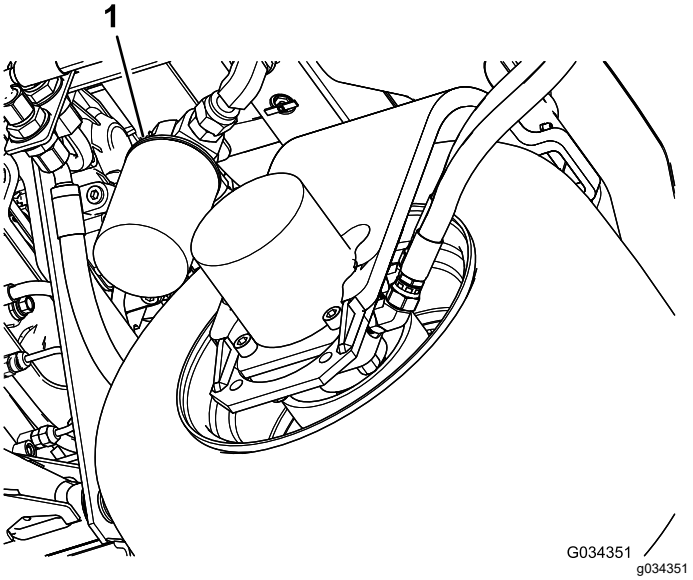

**Figur 79**
2. Rengör runt området där filtret ska monteras. Placera ett avtappningskärl under filtret (Figur 79) och avlägsna filtret.